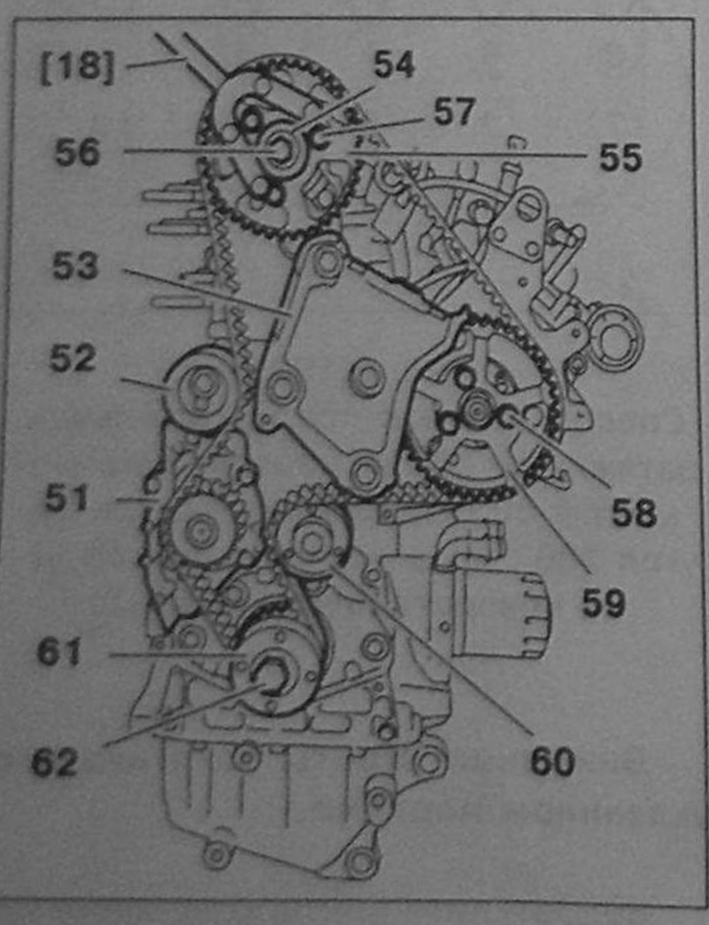

Рис. 6.155.
Фиксация монтажного положения синхронизирующего механизма. Зафиксируйте маховик, используя фиксатор маховика (DW8) (–).0188 D. Закрепите фиксацию маховика, используя фиксатор маховика (–).0188 F. Покройте резьбу винта (62) фиксатором резьбы «E6» (рис. 6.155). Закрутите винт 62 (без затяжки). Затяните винт 62 моментом 40 Нм. Доверните винт 62 на 60°.
107. Покройте резьбу винта **62** фиксатором резьбы «E6» (рис. 6.155).
112. Заверните винты **57** и **58** (рис. 6.155) от руки.
113. Поверните зубчатые шкивы **55** и **59** (рис. 6.155) до полного совмещения меток (по часовой стрелке).
116. Установите ремень в следующей последовательности (рис. 6.155):
119. Проверьте, не находятся ли шкивы распределительного вала **55** и ТНВД **59** (рис. 6.155) напротив конца щелевых меток. В противном случае повторите процесс установки ремня сначала.
120. Затяните натяжной ролик **52** (рис. 6.155) моментом 45 Нм.
121. Затяните винты **57** (рис. 6.155) – моментом 25 Нм.
122. Затяните винты **58** (рис. 6.155) – моментом 25 Нм.
126. Зафиксируйте ступицу распределительного вала **54** (рис. 6.155), используя болт **M8** (–).0188 E.